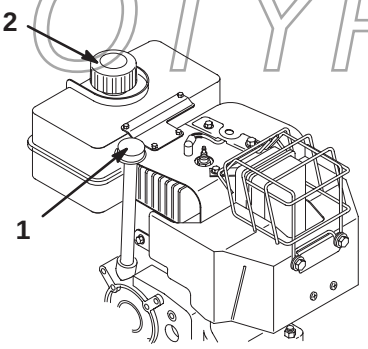

Bild 18
2. Reinigen Sie den Bereich um den Peilstab (Bild 18).
3. Entfernen Sie den Peilstab, indem Sie den Deckel entgegen dem Uhrzeigersinn drehen und ihn herausziehen (Bild 18).
1. Reinigen Sie den Bereich um den Kraftstofftankdeckel (Bild 18).